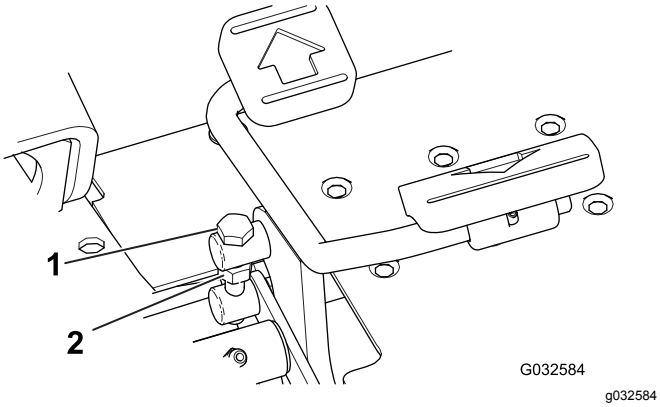

Figur 48
1. Lossa kontramuttern på justeringsbulten som sitter på sidan av gaspedalen (Figur 48).